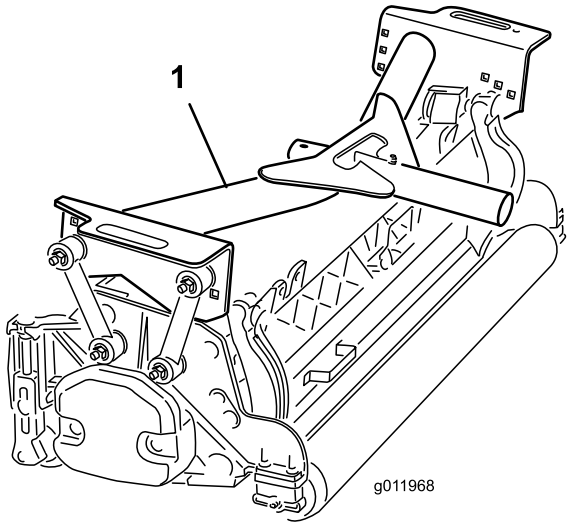

Figur 16
2. Plasser en fremre bæreramme (Figur 16) på hver fremre klippeenhet.